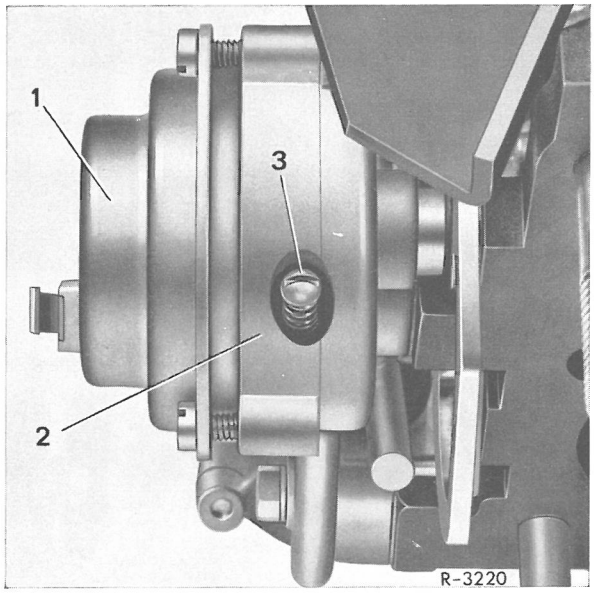

Fig.00-14/1o
Motoren sættes igang, og omdrejsningstallet måles. Bliver en korrektion nødvendig, indstiller man m. standset motor på indstillingsskruen (3). (Fig.00-14/10). Indstillingsskruen bliver synlig i starterhusets åbning så snart, der gives fuldgas. Udskruning nedsætter og indskruning forhøjer omdrejningstallet. $\frac{1}{2}$ skrueomdrejning giver en omdrejningstalsændring på ca. 200-300 o/m.